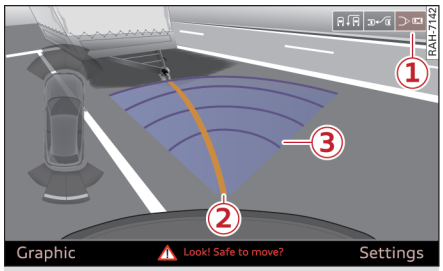

图 144 信息娱乐系统：后部模式
- 在 MMI* 操作单元上反复按压前右控制按钮，直到 ① ⇨ *图 144* 被选中。显示 挂车模式。
- 现在可以将本车定位到挂车前 ⇨ ⚠，*在一般提示中，见第 109 页*、⇨ ⓘ，*在一般提示中，见第 110 页*。橙色定向线 ② 标出挂车挂钩的预期轨迹。可以借助蓝色线条 ③ 估计与挂车挂钩之间的距离。